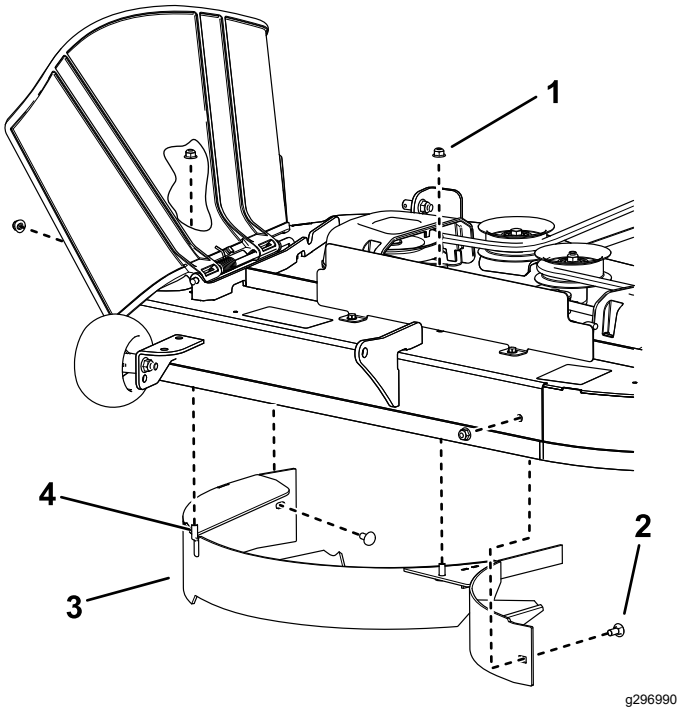

Figura 12
4. Retire las 2 contratuercas (5/16") de los espárragos soldados del deflector (Figura 12).
1. Contratuerca – 5/16" (4)
2. Perno de cuello cuadrado – 5/16" x ¾" (2)
4. Espárrago soldado (2)
5. Retire los 2 pernos de cuello cuadrado y las 2 contratuercas que fijan el deflector a la carcasa y retire el deflector (Figura 12).
6. Localice los 2 pernos en las piezas sueltas y utilice las contratuercas existentes para instalar estas fijaciones en los taladros utilizados para los espárragos soldados (Figura 12) para evitar que se arrojen residuos al aire.